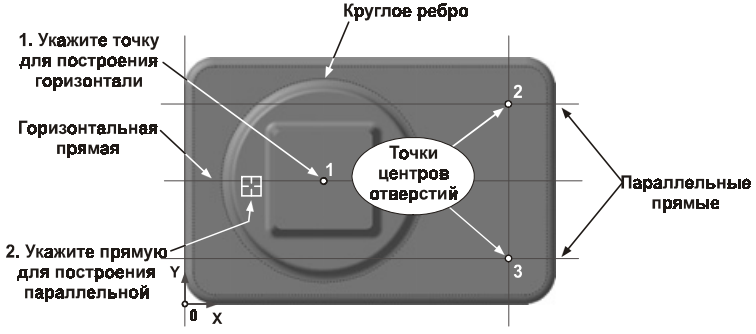

Рис. 2.91
- С помощью привязки **Ближайшая точка** укажите центральную точку 1 круглого ребра — система построит горизонтальную прямую, проходящую через нее (рис. 2.91).